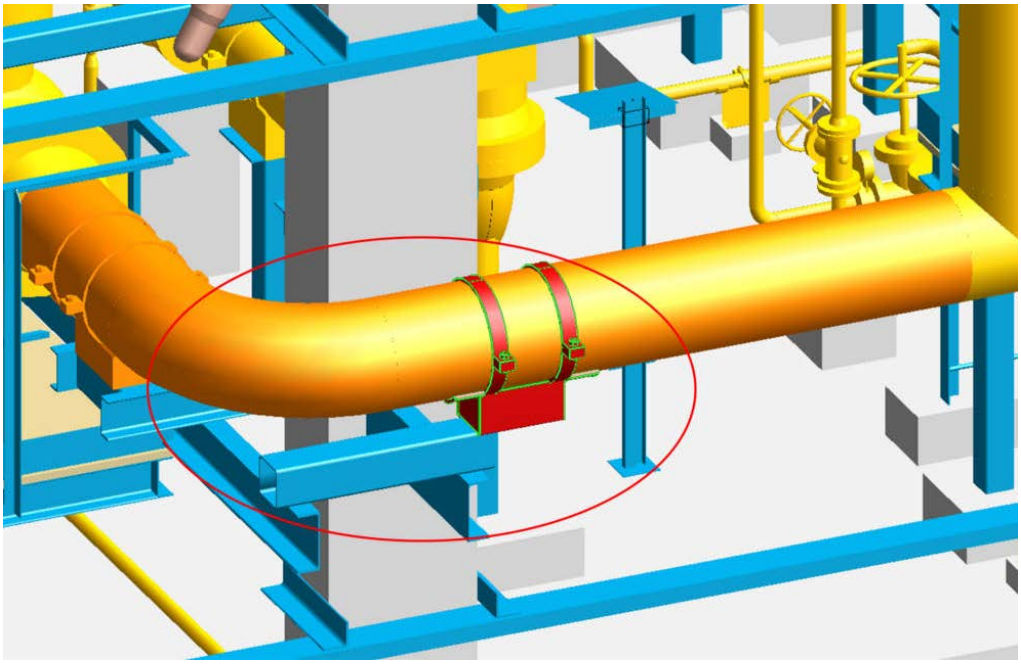

Рис. 6
- опирание происходит не верно (рисунок 6).